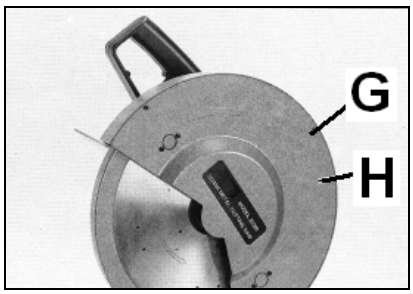

Fig 6
Desserrer les 3 vis (G, Fig 6) et retirer le capot de protection de lame (H).